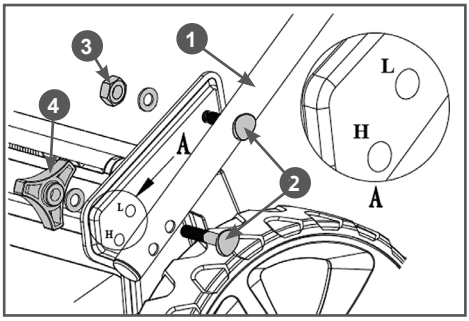

Рис. 3 Установка нижней части рукоятки
3. Установите нижнюю часть рабочей рукоятки. Совместите верхнее отверстие в нижней части рукоятки и кронштейне, вставьте в образовавшееся отверстие болт 2 с квадратным подголовком, установите шайбу и закрутите шестигранную гайку 3, не затягивая её (Рис. 3). Точно также установите другую сторону нижней части рабочей рукоятки.
4. Рукоятка имеет два установочных положения, высокое и низкое. Совместите одно из отверстий (L или H) в кронштейне (нижнее отверстие «H» в кронштейне соответствует более высокому положению рабочей рукоятки, верхнее отверстие «L» соответствует более низкому положению рабочей рукоятки) и соответствующее отверстие в нижней части рукоятки и вставьте в образовавшееся отверстие болт 2 с квадратным подголовком, установите шайбу и закрутите барашковую гайку 4, не затягивая её (Рис. 3). Точно также установите другую сторону нижней части рабочей рукоятки.